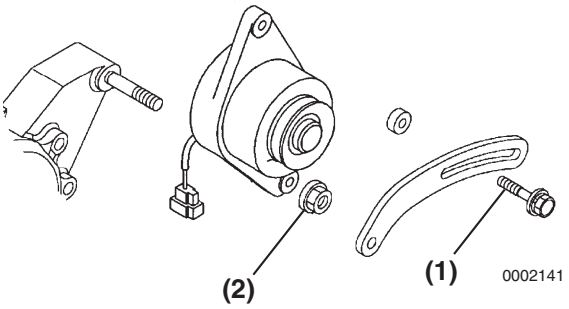
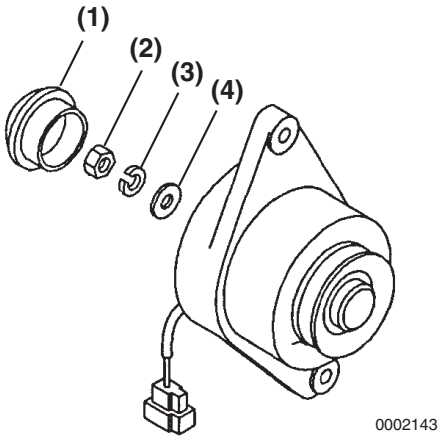

Figure 11-23
Figure 11-24
3. Remove the V-belt adjuster from the dynamo bolt **(Figure 11-23, (1))**.
4. Remove the nut **(Figure 11-23, (2))** from the gear case stud. Remove the dynamo.
1. Remove the rear cover **(Figure 11-24, (1))**.
2. Remove the nut **(Figure 11-23, (2))**, lock washer **(Figure 11-24, (3))**, and flat washer **(Figure 11-24, (4))**.